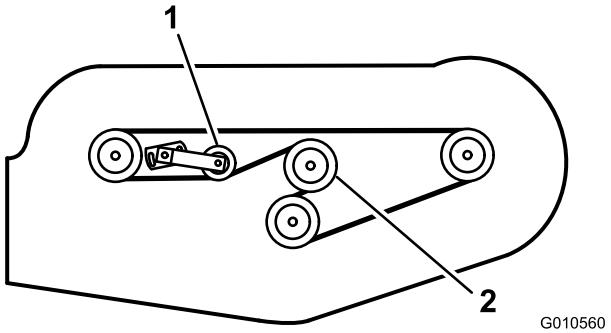

Figur 29
6. Monter den nye rem omkring gearkassens remskive, spindelremskiverne, den stationære styreremskive og den justerbare styreremskive (Figur 29).